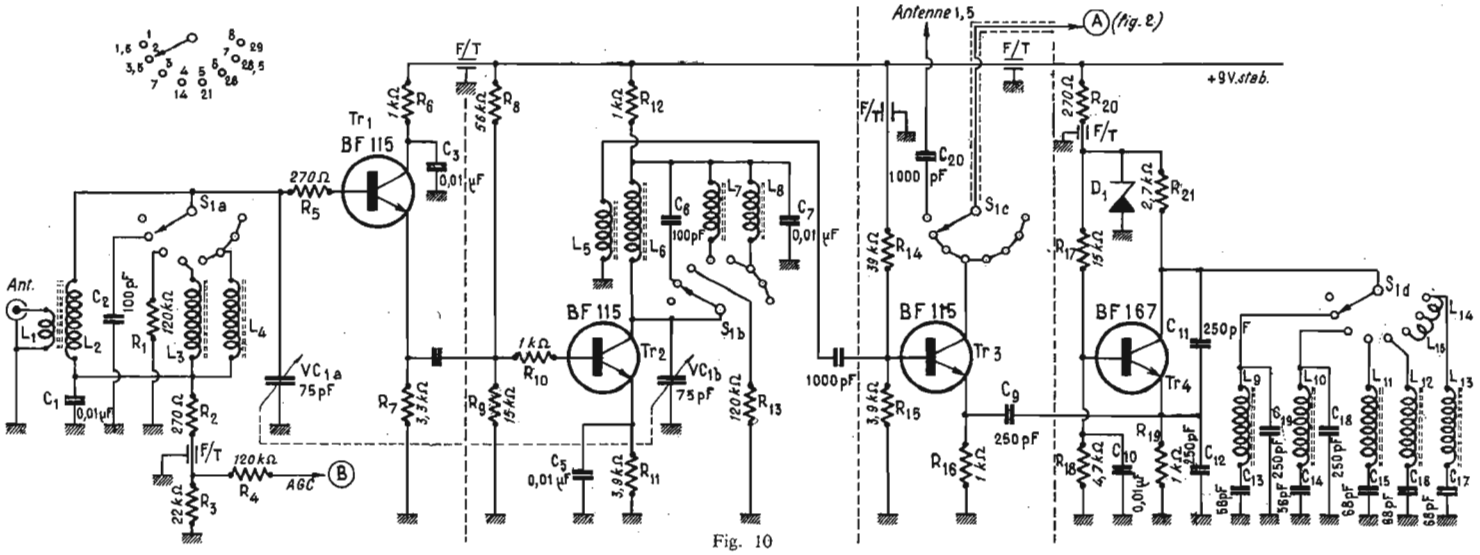

Fig. 10
3. Le convertisseur d'entrée 3,5 – 30 MHz (à accord fixe) (Fig. 10).